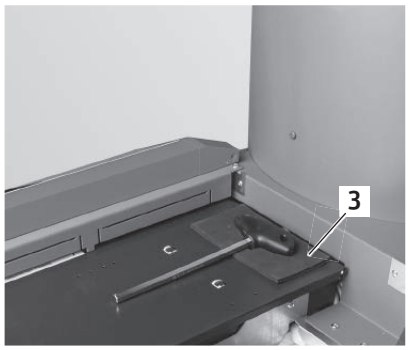

Fig. 85 Incollare il supporto in gomma crepla
▶ Incollare il supporto in gomma crepla – Fig. 85.